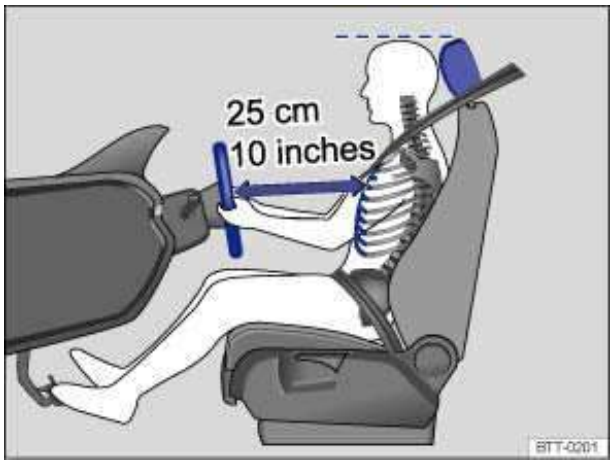
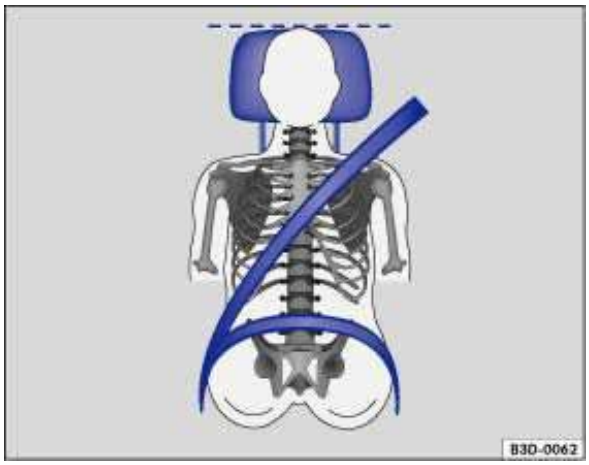

Fig. 31 The driver should never sit closer than 10 inches (25 cm) of the steering wheel.
Fig. 32 Proper safety belt positioning and head restraint adjustment.
Position the back of your head as close as possible to the head restraint ⇒ fig. 31 and ⇒ fig. 32.
- Adjust the steering wheel so that there are at least 10 inches (25 cm) between the steering wheel and your breast bone ⇒fig. 31. When adjusting the proper distance to the steering wheel, grasp the top of the steering wheel with your elbows slightly bent.